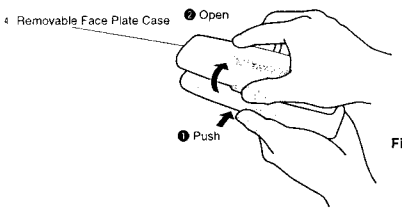

Fig.3
④ As shown in Fig.3, gently push the lower side of the case and open its cover. Keep the removable face plate in the case. Then, you can bring the plate safely.